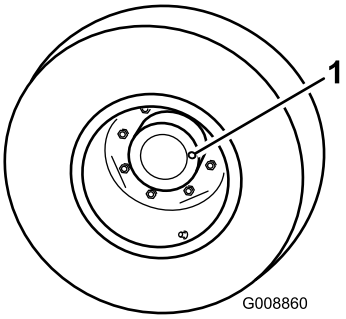

Rysunek 43
1. Ustaw maszynę na płaskim terenie z tak ustawionymi kołami, aby korek kontrolny/spustowy (Rysunek 43) znajdował się na godzinie 3. lub 9.
2. Wykręć korek z przekładni planetarnej (Rysunek 43). Olej powinien znajdować się na dnie otworu korka kontrolnego z tyłu hamulca.